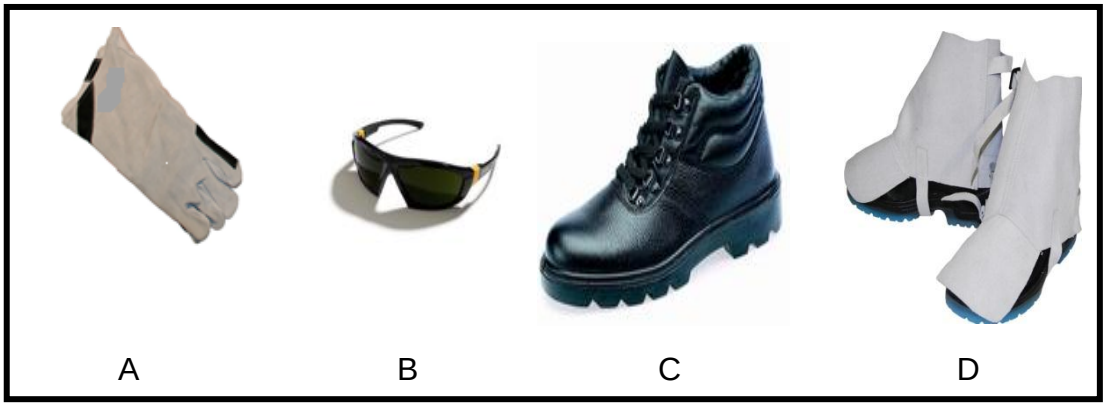

FIGURE 2
4.2 FIGURE 2 shows different types of personal protective equipment used during oxyacetylene cutting. Name the items (A-D) by writing only the answer next to the letter (A–D) in the ANSWER BOOK.